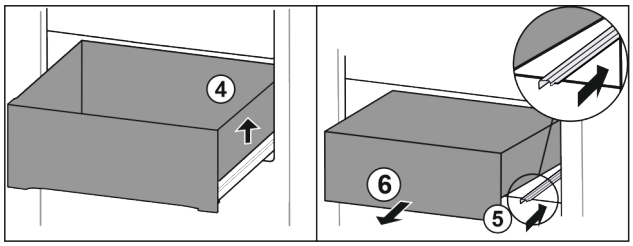

Fig. 78
▶ Lift drawer on the right. *Fig. 78 (4)*
▶ Insert right rail. *Fig. 78 (5)*
▶ Remove drawer to the front. *Fig. 78 (6)*